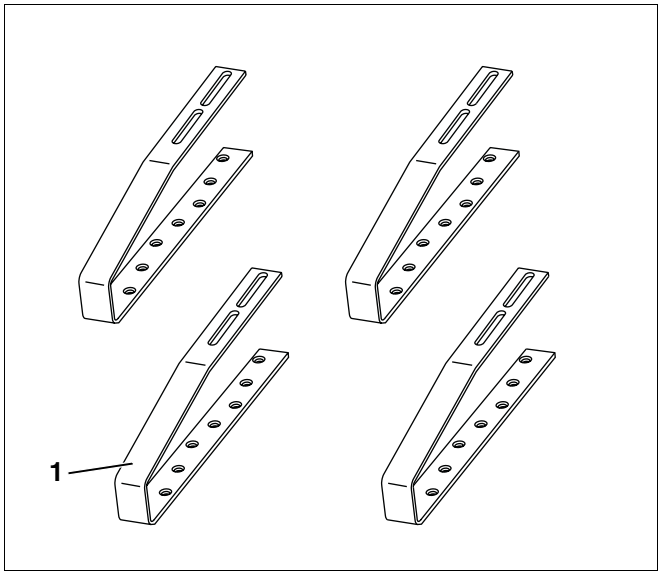

Afb. 12 Bijkomende montageset specifieke dakhaken - toebehoren
5.2.7 Bijkomende montageset specifieke dakhaken (voor beverstaartpannen; toebehoren; per collector) – afb. 12